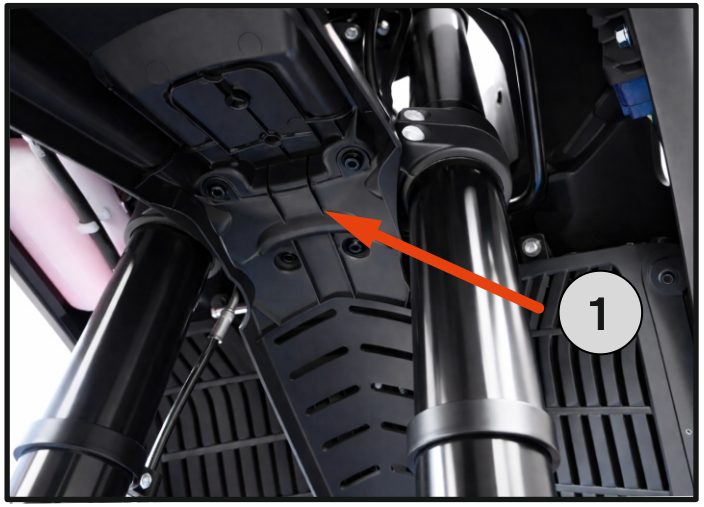

Fig. 2
1. Unscrew the bolts and remove the fender. **[Fig. 2]**